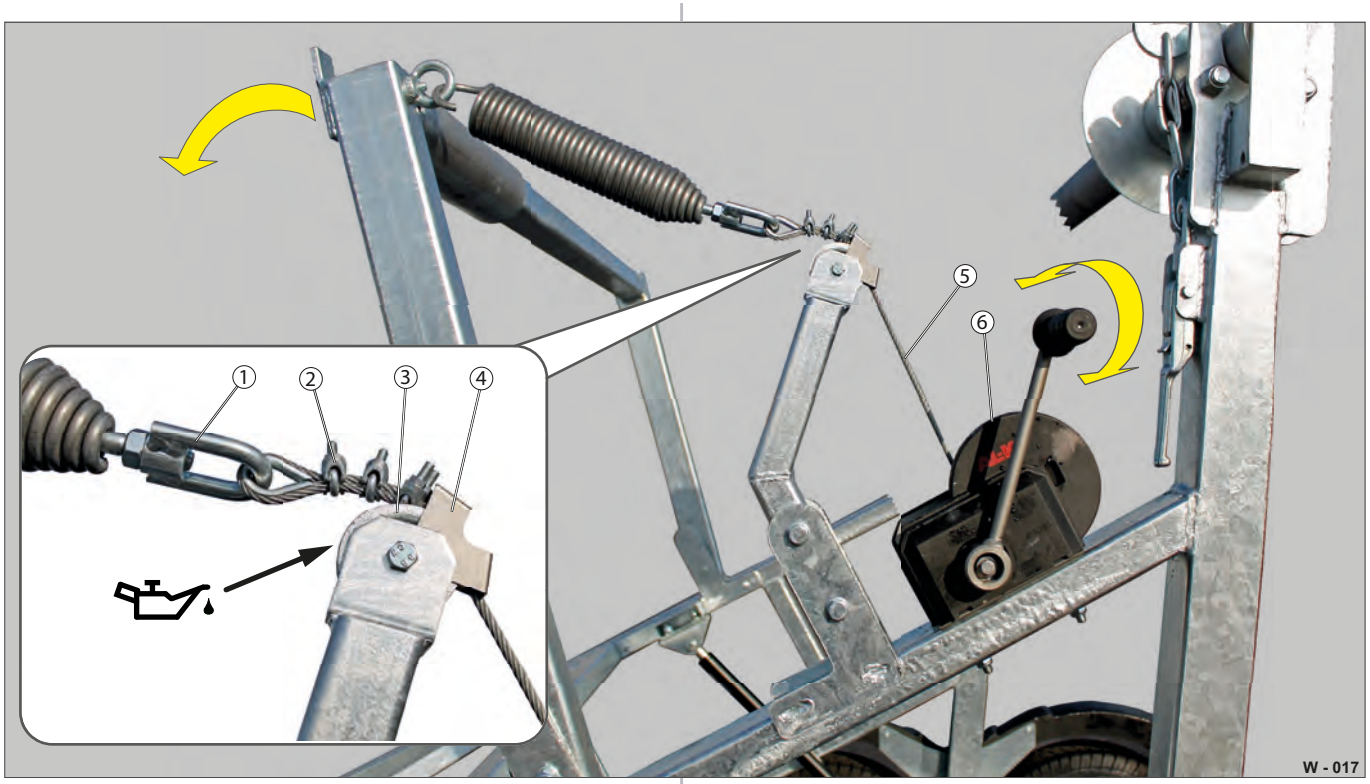

Fig. 17 Spil til bremseramme
- ▶ Kontrollér trækfjederen (Fig. 17 /1) og dens fastgøring for beskadigelser/deformation.
- ▶ Kontrollér, at klemfastgøringerne (Fig. 17 /2) sidder ordentligt fast.
- ▶ Rengør wiren (Fig. 17 /5) med en klud, og smør den ind i maskinolie.
- ▶ Oliesmør omledningsrullen (Fig. 17 /3).